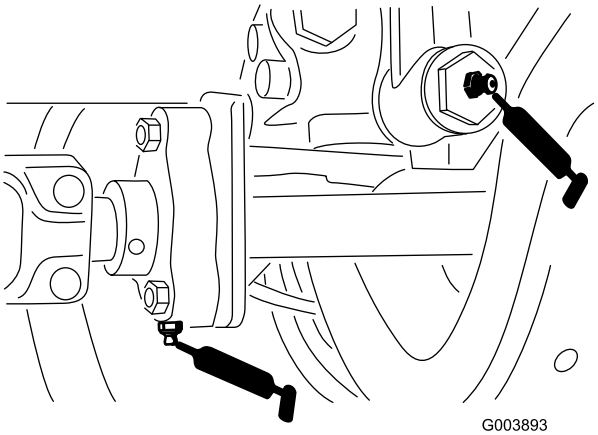

Figur 46
- 1 nippel på traktionsledforbindelsen på transmissionen (Figur 46)
- 1 nippel på drivakslens støtteleje (Figur 46)
- 3 nipler på bagakslens drivaksel (Figur 46)